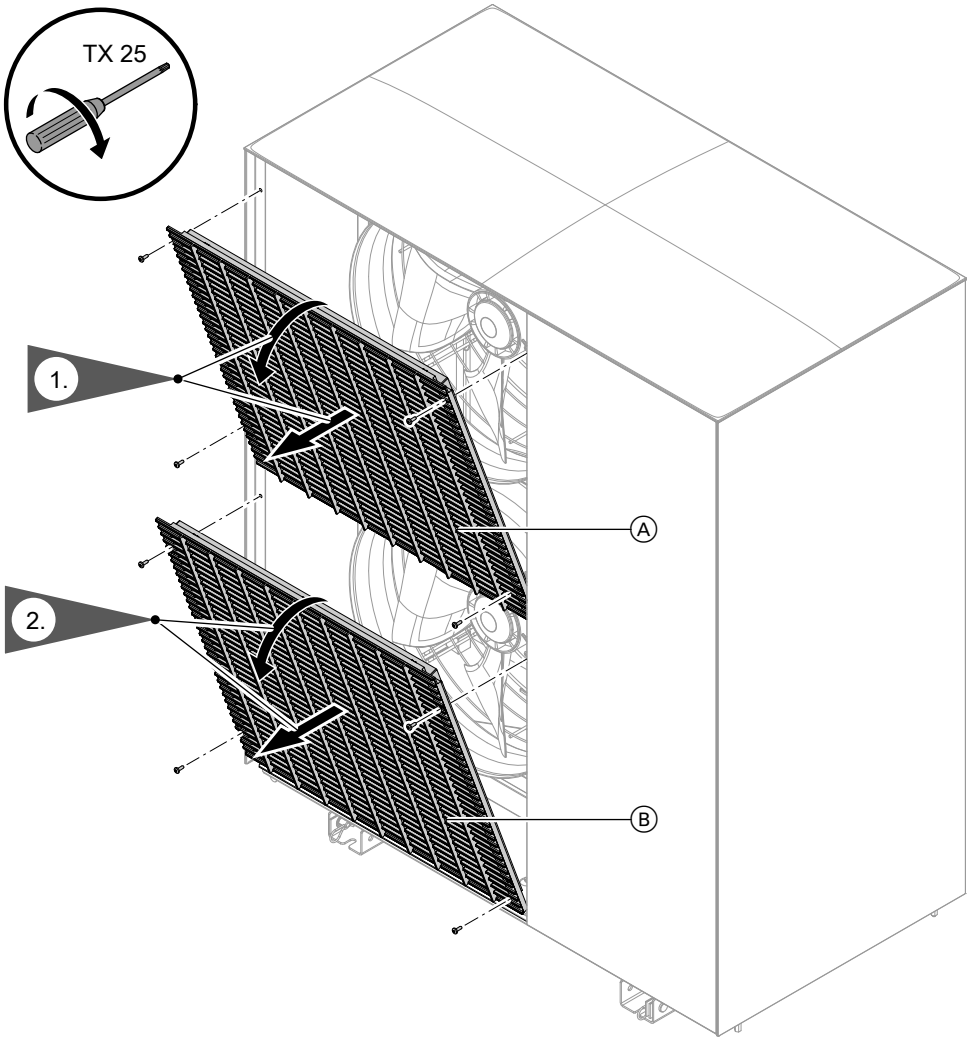

*Abb. 91*
**2.** Schutzgitter Ventilator abbauen: Siehe Abb. 91. Bei Außeneinheit mit 2 Ventilatoren: Nur Schutzgitter oberer Ventilator abbauen.
**2.** Schutzgitter Ventilatoren abbauen: Siehe Abb. 91.